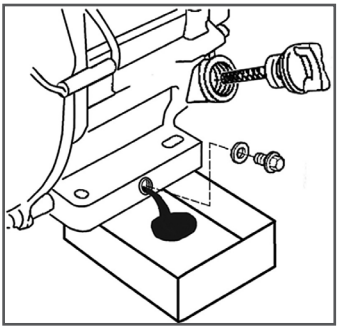

Рис. 9 Замена моторного масла
3. Открутите пробку для слива масла и слейте отработанное масло в подготовленную для этого емкость (Рис. 9).